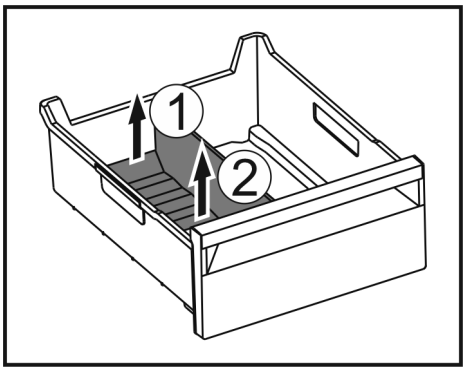

Fig. 228
▶ Lift the rear part of the ice compartment divider. *Fig. 228 (1)*
▶ Remove the ice compartment divider upwards. *Fig. 228 (2)*